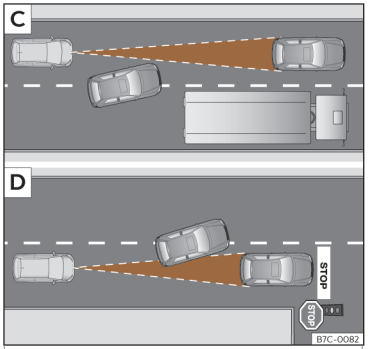

Fig. 158 C Cambio de carril de un vehículo. D Vehículo girando y otro detenido.
- Vehículos que cambien al carril por el que usted circula a poca distancia de su vehículo ››› **fig. 158** C.
El ACC no reacciona ante vehículos detenidos. Si, p.ej., un vehículo detectado por el ACC gira o se aparta y delante del mismo se encuentra un vehículo detenido, el ACC no reaccionaría ante este último››› **fig. 158** D.